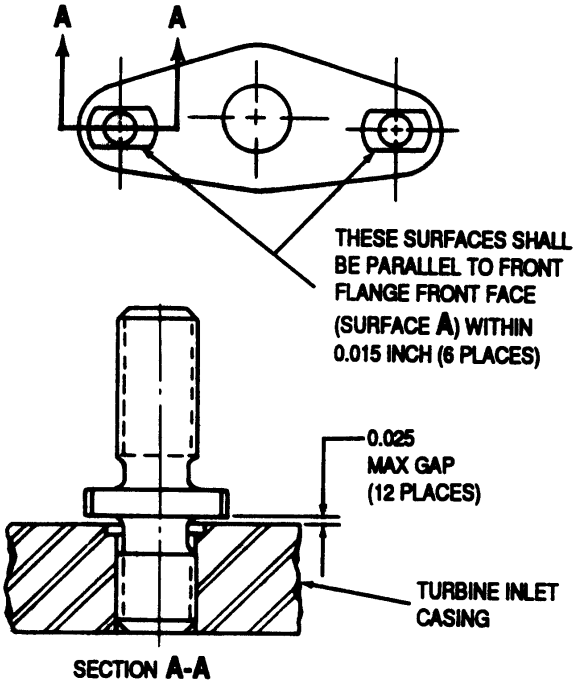

Figure 3. Turbine Borescope Stud Installation
a. Replace damaged or loose borescope studs as follows: (figure 3)
(2) Drive stud, 40–90 lb in., until bottomed on a 0.020 feeler gage placed between stud flange and case.
(3) Remove gage and align stud flanges within limit shown (figure 3). (QA)